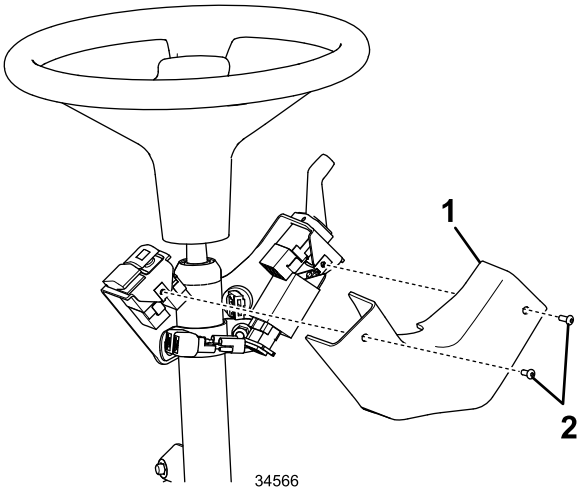

図 29
16. コラムブラケットアセンブリにカバーを取り付ける六角ソケットボタンヘッドねじ2本で図 29に示すように取り付ける。